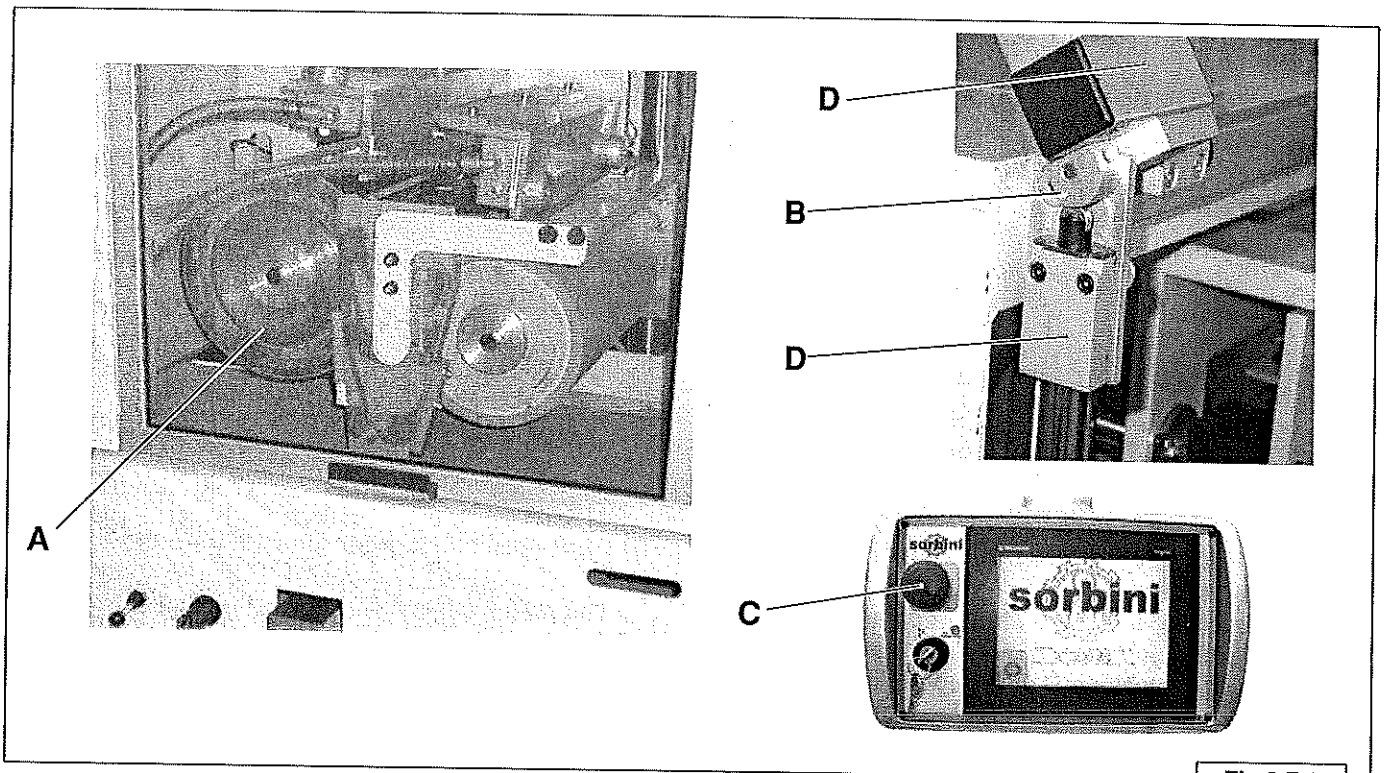

Fig.3.7.1
3.7.1 SISTEMA DI SICUREZZA DI PULIZIA MANUALE (FIG. 3.7.1)
3.7.1 SAFE MANUAL CLEANING (FIG. 3.7.1)